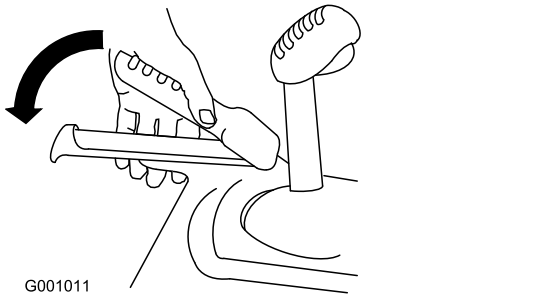

Figur 35
2. Indkobl traktionshåndtaget, og hold det på plads (Figur 35).